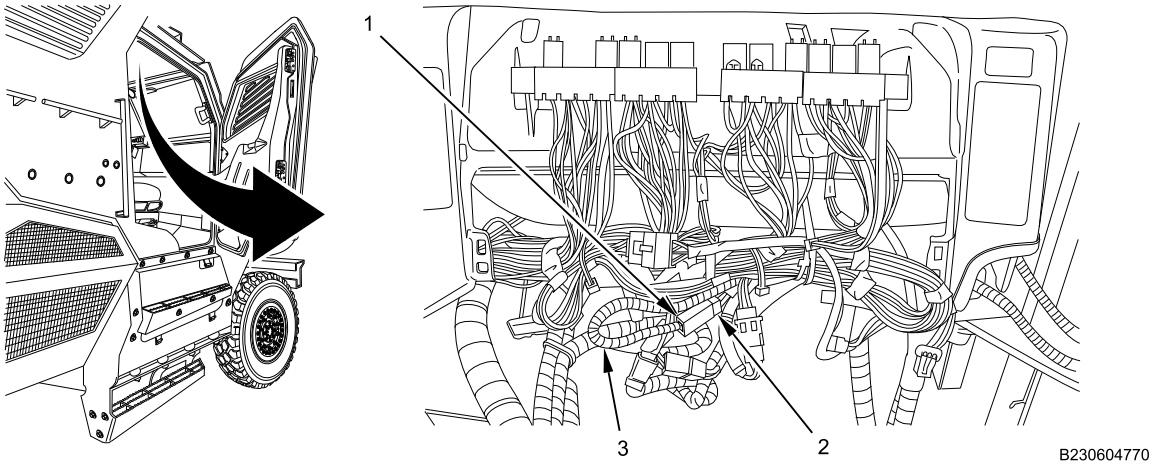

Figure 5. Clearance Lights Jumper Harness.
9. Disconnect clearance lights cabin jumper harness connector (Figure 5, Item 1) from the instrument panel (IP) harness connector (Figure 5, Item 2) and position clearance lights cabin jumper harness (Figure 5, Item 3) apart from other harnesses.